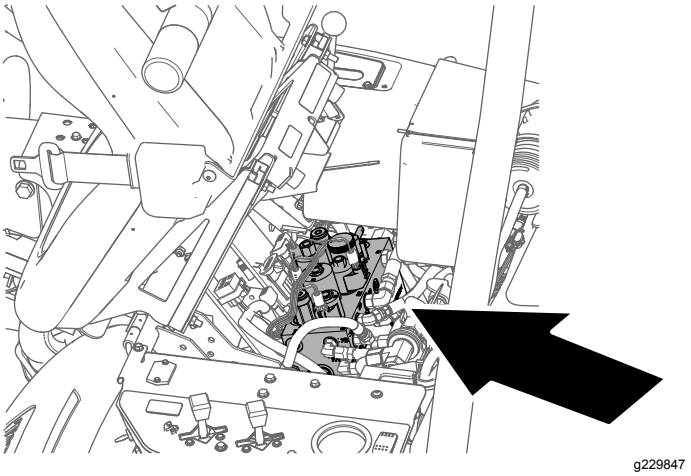

Figura 64
2. Inclinate in avanti il sedile dell'operatore e sostenetelo con l'asta di supporto (Figura 64).